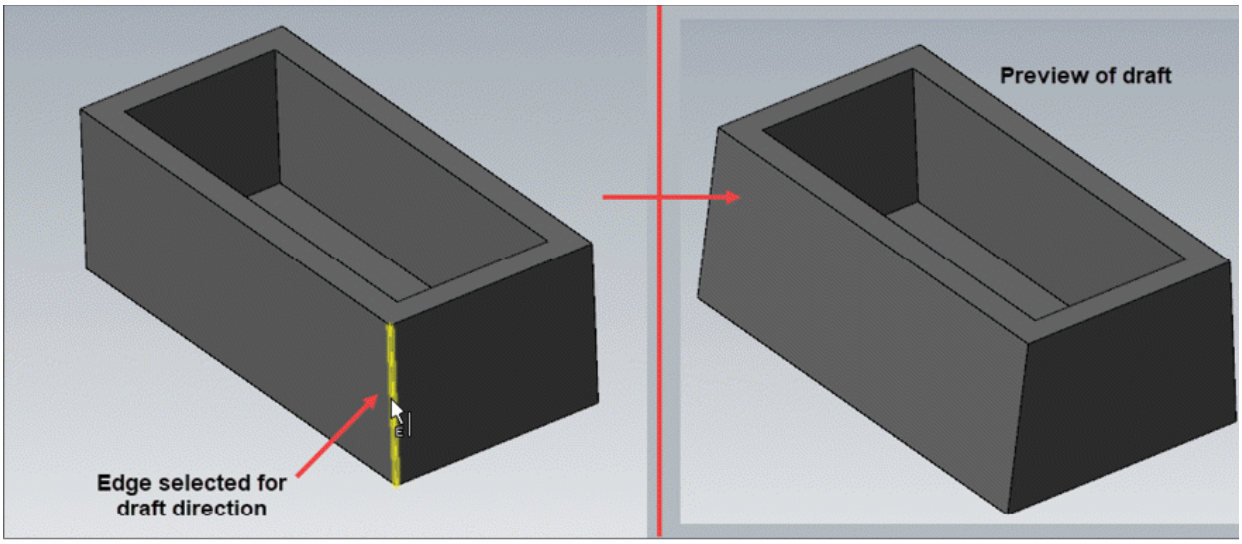

Figure-67. Specifying draft direction
- Select the edge of model parallel to side edge of selected face; refer to Figure-67. The preview of draft feature will be displayed.